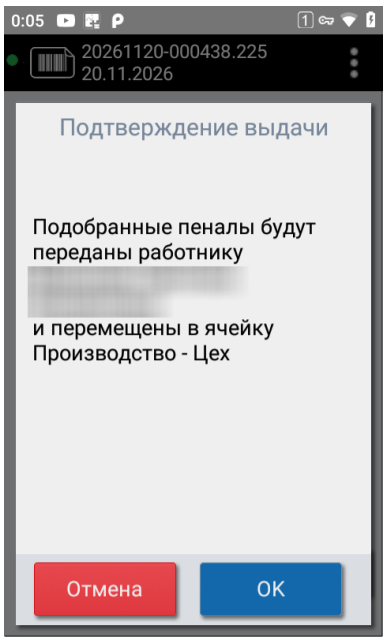

Рисунок 39. Подтверждение выдачи
6. ТСД определит место хранения на участке, куда будет перемещён инструмент, и покажет окно «Подтверждение выдачи»: «Подобранные пеналы будут переданы работнику … и перемещены в ячейку …». Нажмите «ОК» или «Отмена», чтобы выбрать другое место (см. Рисунок 39).